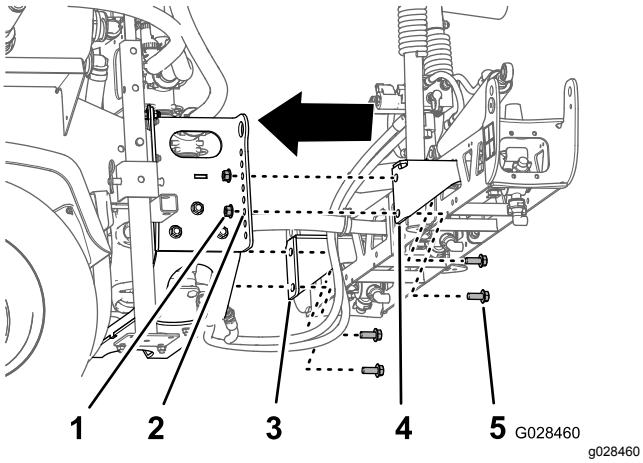

Figur 29
2. Ret bommens hul i midterbommens sektionsmonteringsbeslag ind efter det tredje hul fra bunden af bomstøtterne på sprøjtens platformsstel som vist i Figur 29.